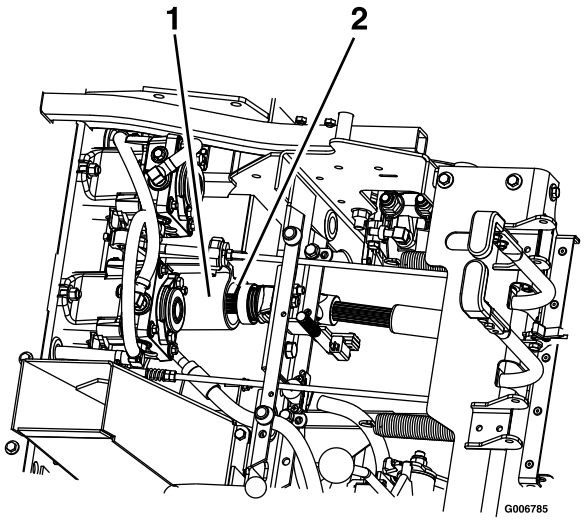

Figur 78
8. Lås opp setet og koble fra drivakselen ved hjelp av hurtigkoblingen på jekkakselen (Figur 78).
4. Monter drivakselen på jekkakselen (Figur 78).